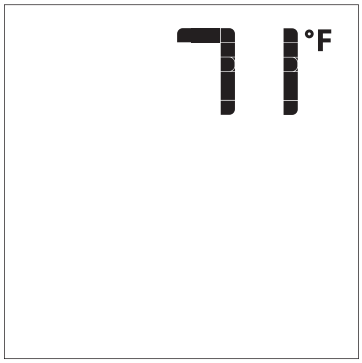

Figure 75
4. With the system ON , press the ON/OFF Key on the Transmitter. The Transmitter LCD display will show the room temperature. **See Figure 75.** At the same time the Receiver will turn off the appliance.